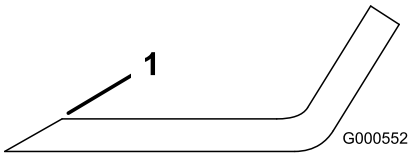

Figur 58
1. Bruk en fil til å slipe eggen i begge ender av kniven (Figur 58).
Merk: Hvis kniven ikke er i balanse, filer du bort litt av metallet på enden av vingeområdet (Figur 58).